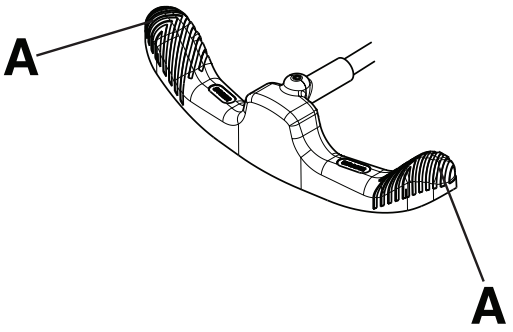

Figur 2 – Manövrera broms-/styrpedalen
Obs! - Tryck inte ned på mitten av broms-/styrpedalen. Tryck alltid ned på utsidan (A) av broms-/styrpedalen (Figur 2).